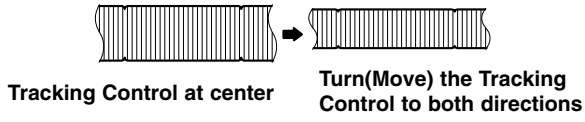

Fig. C-4-3
4) Turn(Move) the Tracking Control(in PB Mode) clockwise and counterclockwise.(Fig. C-4-3)